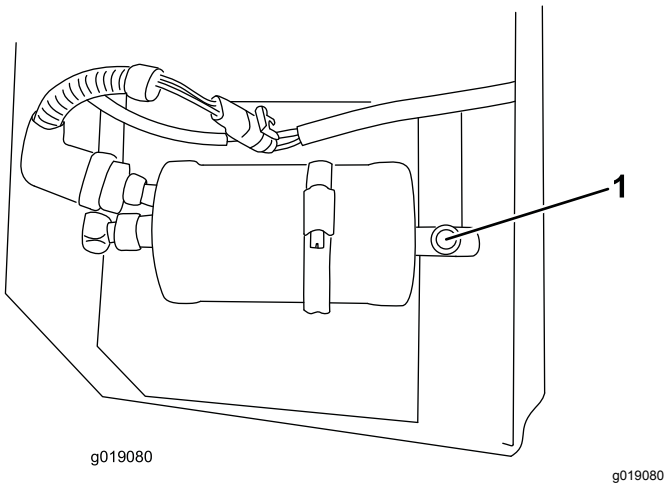

Figure 15
1. Contrôlez le niveau de frigorigène par le regard du réservoir collecteur (Figure 15).